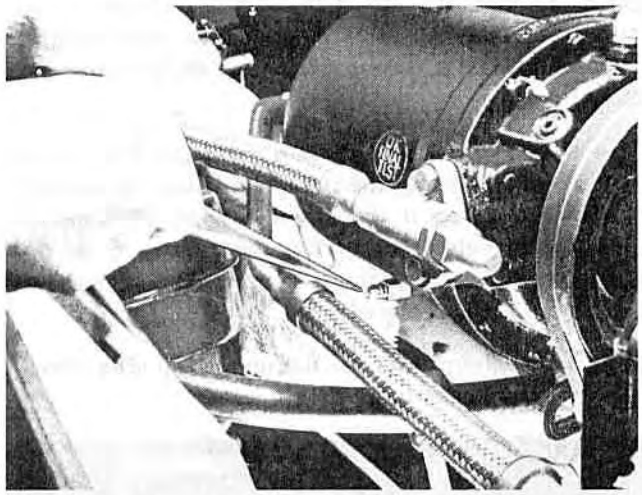

Figure 14—Checking Oil Level
5. Depress the Schrader core allowing the first surge of oil to escape. See figure 14. If oil continues to escape with the Freon vapor, the oil level of the compressor is to be considered satisfactory.